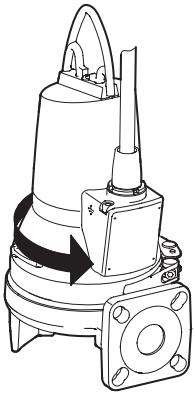

Рис. 8 Направление рывка
3. Если насос подключен правильно, рывок будет в сторону, противоположную направлению вращения. См. рис. 8.